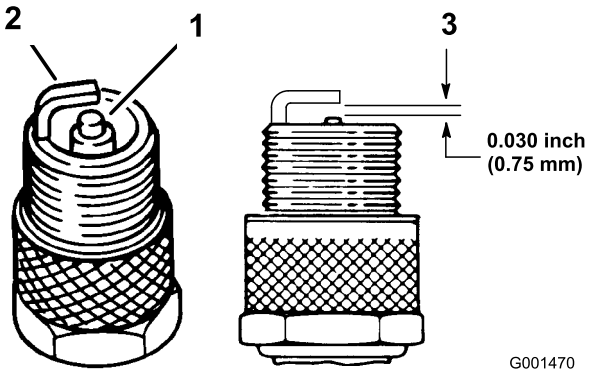

Figur 27
1. Se på midten af tændrørene (Figur 27). Hvis der kan ses en lys brun eller grå farve på isolatoren, fungerer motoren korrekt. En sort belægning på isolatoren betyder normalt, at luftfilteret er snavset.
3. Kontroller gnistgabet mellem midter- og sideelektroden (Figur 27). Bøj sideelektroden (Figur 27), hvis gabet ikke er korrekt.
3. Slut tændrørskablerne til tændrørene (Figur 27).